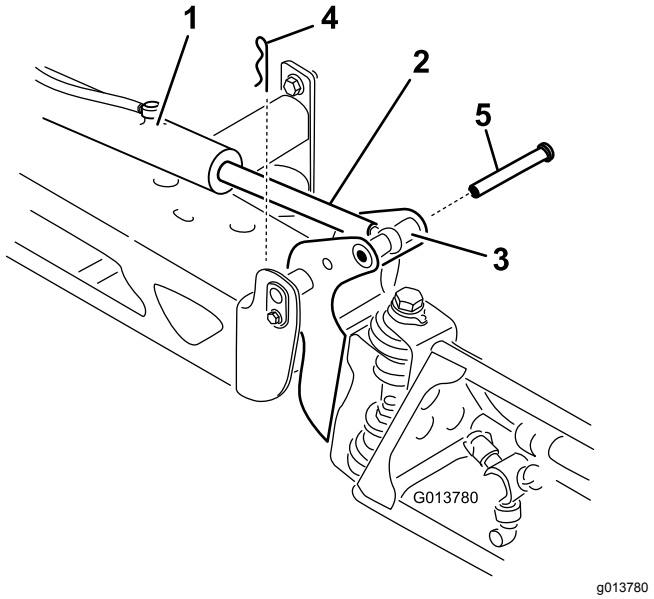

**Figuur 13**
2. Verwijder de borgpen van de draaipen (Figuur 13).
3. Til de spuitboom op en verwijder de pen (Figuur 13), en laat de spuitboom langzaam op de grond zakken.
8. Breng de spuitboom omhoog zodat het draaipunt en de actuatorstang zich in een lijn bevinden. Houd de spuitboom vast en steek de pen door het draaipunt van de spuitboom en de actuatorstang (Figuur 13).